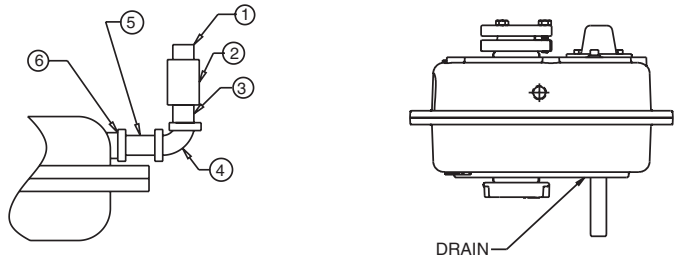

FIGURE 3-2
3.3.1 Figure 3-2 shows the breather, magnetic drain and oil level plug locations for the two vertical shaft mounting positions. The breather is installed in the fill hole in the top and the magnetic drain plug is installed in the bottom of the reducer in its relative positions.